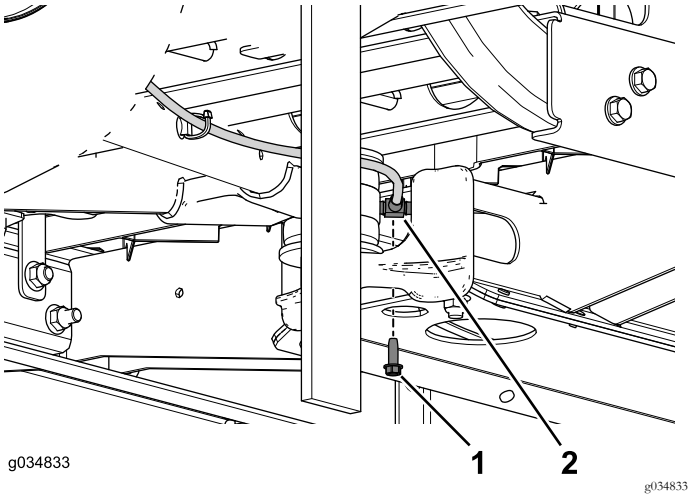

Figura 18
5. Rimuovete la vite autofilettante che fissa il raccordo a T al canale centrale (Figura 18).